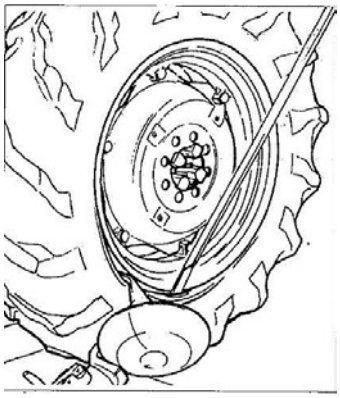

Рис. 7.11
5) Вставьте рычаг LA (17, рис. 7.11) между ободом и бортом справа от инструмента.